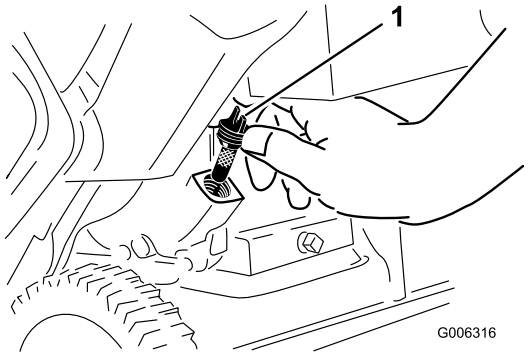

Figur 10
2. Rengør omkring oliepåfyldningsdækslet (Figur 10).